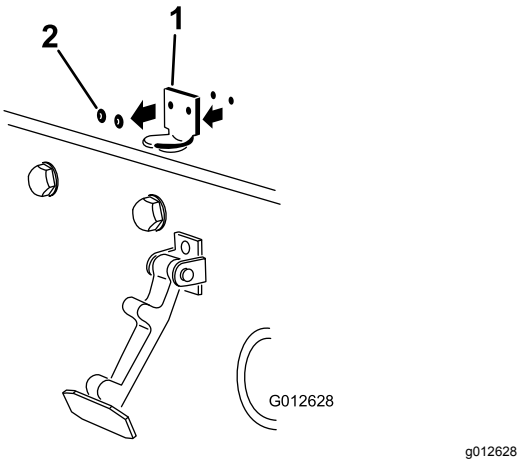

Figur 3
2. Fjern de to naglene som fester panserlåsbraketten til panseret (Figur 3). Fjern panserlåsbraketten fra panseret.